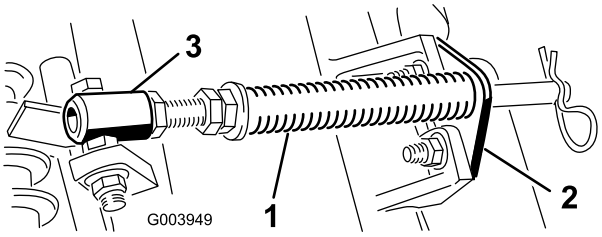

Figur 4
A. Demontera de två vagnskruvar och muttrar som håller fast stångbeslaget på klippenhetens flikar (Figur 4).
B. Demontera den flänsmutter som håller fast fjäderrörets skruv på bärramens flik (Figur 4). Demontera enheten.
C. Montera fjäderrörets bult på bärramens motsatta flik, och fäst skruven med flänsmuttern. Skruvens huvud ska placeras mot flikens yttersida i enlighet med Figur 4.